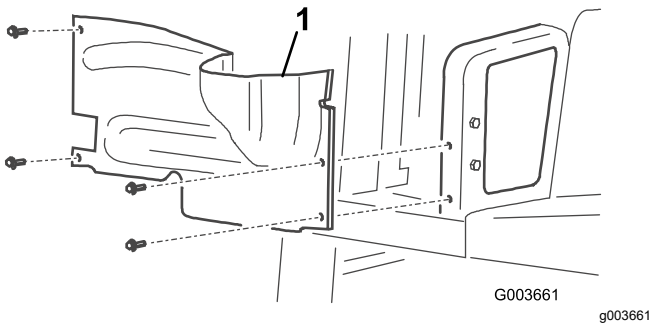

Bild 2
7. Entfernen Sie die 4 Schrauben, mit denen die rechte Radabdeckung am Rahmen befestigt ist, und nehmen Sie die Abdeckung ab (Bild 2).